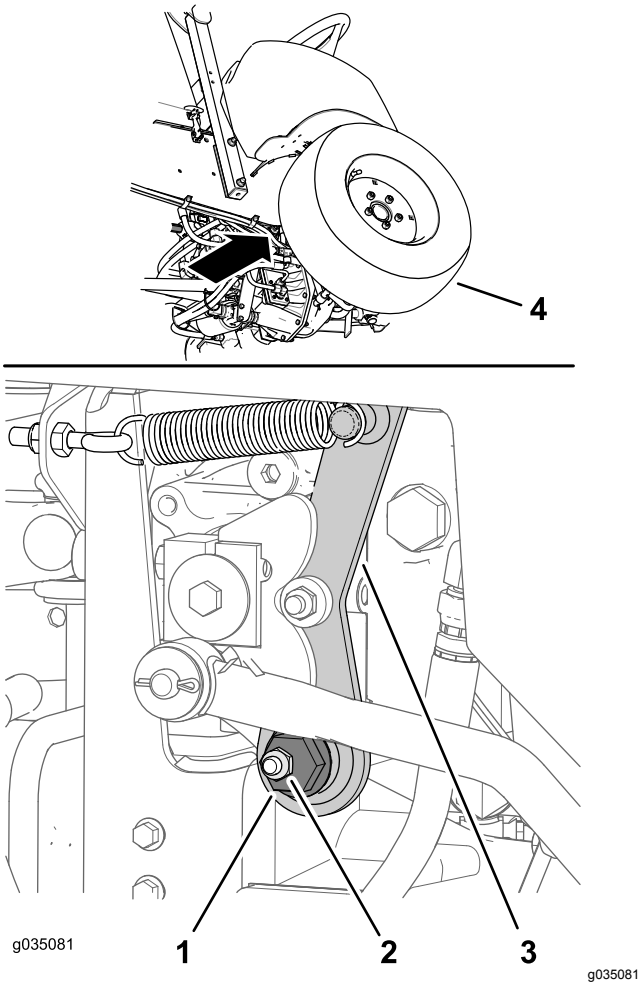

Figur 67
1. Finn eksenterens sekskant til høyre for den hydrauliske pumpen og under kontrollkonsollen (Figur 67).
2. Løsne holdemutteren til du kan flytte eksenterens sekskant (Figur 67).
4. Roter eksenterens sekskant mot klokken til forhjulet begynner å rotere forover. Roter deretter eksenterens sekskant med klokken til forhjulet begynner å rotere bakover (Figur 67).